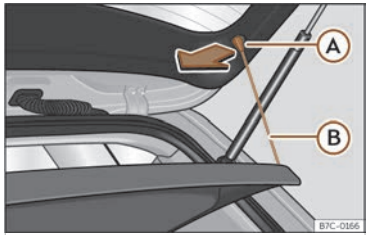

Fig. 161 In the boot: removing and installing the shelf.
- Detach the cord loops ››› **Fig. 161** Ⓑ from their hooks Ⓐ.
- Attach the securing straps ››› **Fig. 161** Ⓑ onto the rear lid.